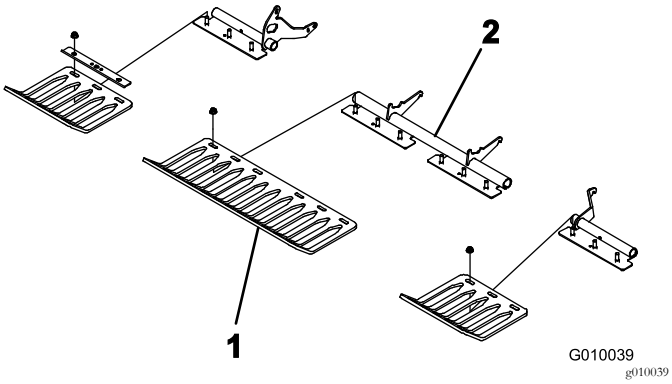

Rysunek 23
4. Luźno zamocuj osłony od darni do wsporników osłon za pomocą czterech zacisków osłon od darni i 12 nakrętek kołnierzowych (Rysunek 23). Nie dokręcaj elementów mocujących.
Informacja: Zaciski osłon od darni i nakrętki kołnierzowe są na czas transportu mocowane do wsporników osłon (Rysunek 23).